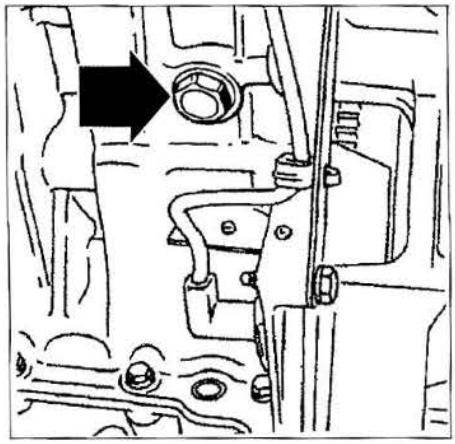

FIG. 20
• Desmontar el tornillo de vaciado del bloque motor **(Fig.20)**.